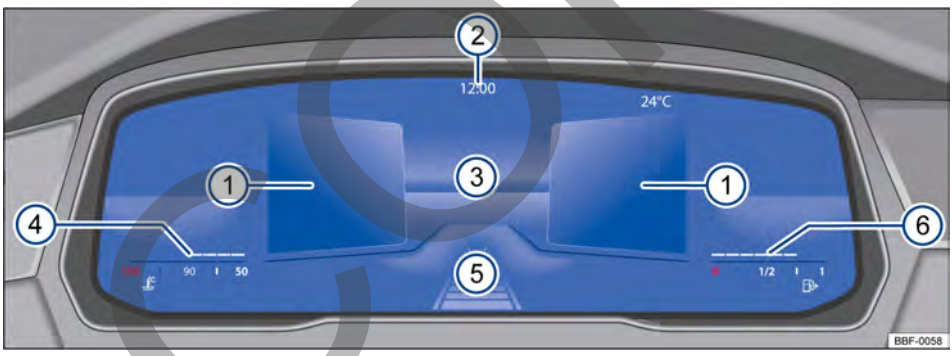

Fig. 10 Active Info Display (variante 2) en el tablero de instrumentos.
Explicaciones sobre los instrumentos→ fig. 10:
La exhibición principal → fig. 10 ③ puede alternarse presionando la tecla View en el volante multifunción. La representación en el área de indicación puede exhibir las siguientes vistas:
- **Resumen**: después de finalizada la preparación para conducción: exhibición de información sobre el estatus del vehículo en las áreas ①, por ejemplo, posición del cuentakilómetros total.